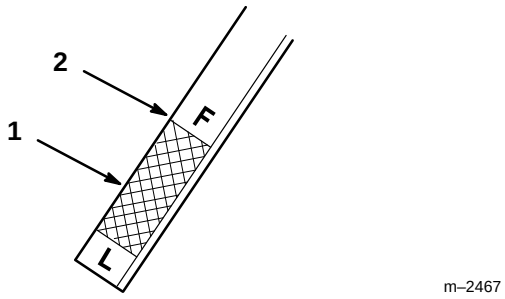

Figure 49
6. Insérer la jauge à fond dans le goulot de remplissage (Fig. 5). Retirer la jauge et lire le niveau d'huile sur l'extrémité métallique. Quand la transmission est froide, le niveau doit arriver dans la plage spécifiée sous le repère du plein, "F" (Fig. 49).
7. Si le niveau d'huile est bas, rajouter lentement juste assez d'huile détergente SAE 10W–30 dans le goulot de remplissage pour amener le niveau au repère du plein (F).